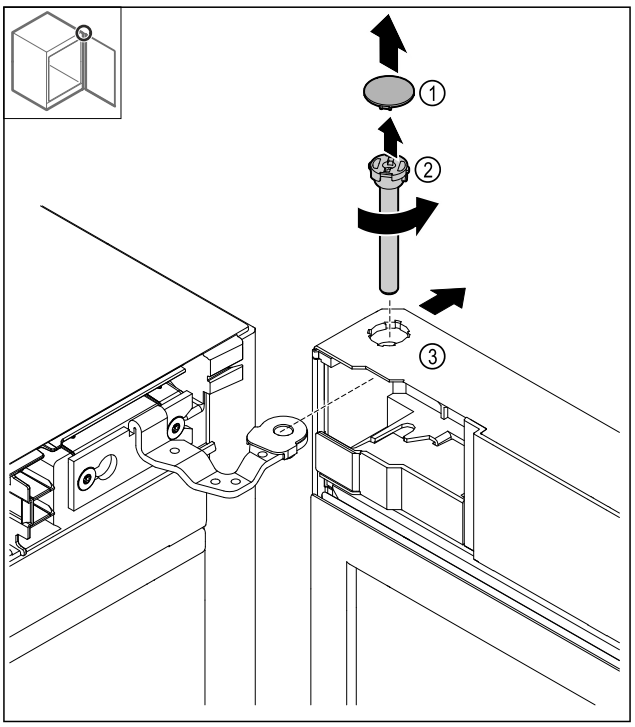

Fig. 19
▶ Detașați capacul *Fig. 19 (1)*.
▶ Desfaceți bolțul *Fig. 19 (2)* în sens antiorar și extrageți-l.
▶ Basculați ușor ușa *Fig. 19 (3)*.